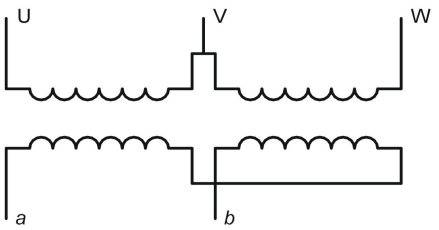

рис.1 Схема соединения обмоток трансформатора по V-схеме.
Такие трансформаторы выполнены подобно стандартным трехфазным трансформаторам, но без обмотки, на центральной колонне трехфазного сердечника. Соединив две первичные обмотки в соответствии с принципиальной схемой изображенной на рис.1, мы получаем трансформатор, с первичной обмоткой к которой присоединено трехфазное напряжение, и вторичной обмоткой с однофазным напряжением. Основным недостатком этого решения является несимметричная загрузка фаз первичной обмотки трансформатора. Центральная фаза (V) нагружена вдвое больше, по сравнению с остальными.